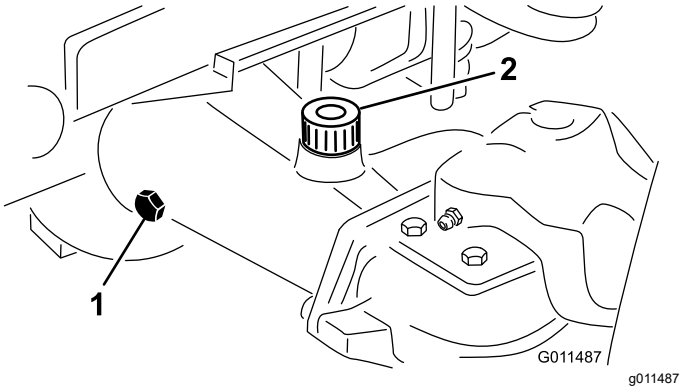

Figur 107
2. Ta bort en kontrollplugg från axelns ena sida och se till att oljan når upp till botten av hålet (Figur 107).